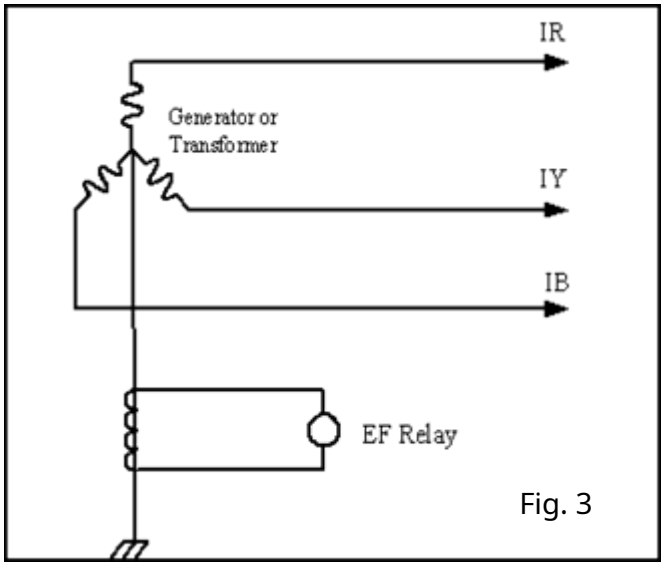

Fig. 3
- Otro método para conectar un relé de falla a tierra se ilustra en la Fig. 3. El relé se conecta al secundario de un CT cuyo primario está conectado en neutro a la conexión a tierra.